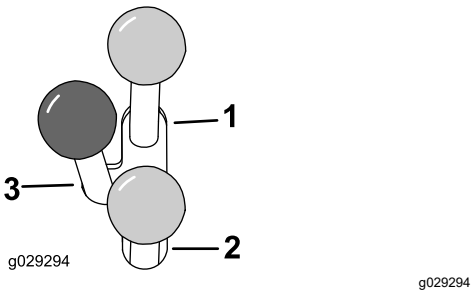

Figuur 12
- Om een hydraulisch werktuig naar voren te laten bewegen, beweegt u de hendel voor de hulphydrauliek naar voren (Figuur 12).
- Om een hydraulisch werktuig naar achteren te laten bewegen, beweegt u de hendel voor de hulphydrauliek naar achteren (Figuur 12).
Opmerking: Als u de hendel loslaat terwijl deze in de stand VOORUIT of ACHTERUIT staat, keert de hendel automatisch terug naar de NEUTRAALSTAND (Figuur 12).